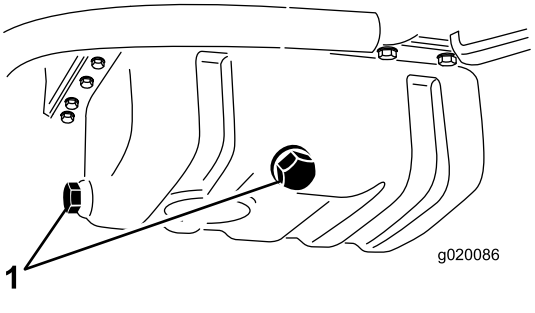

Figur 56
2. Fjern enten tappepluggen (Figur 56) og la oljen renne ut i en beholder. Når oljen slutter å renne, setter du tappepluggen på igjen.